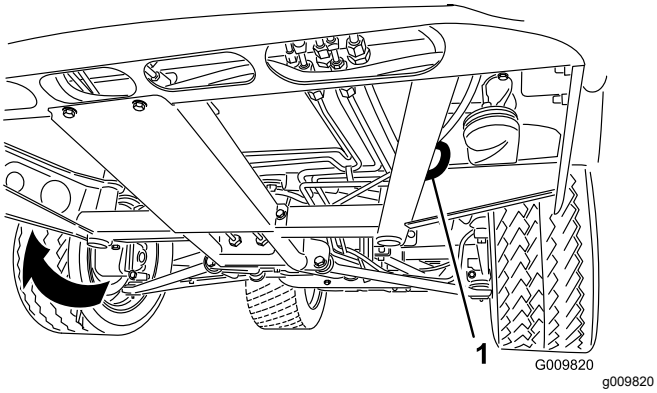
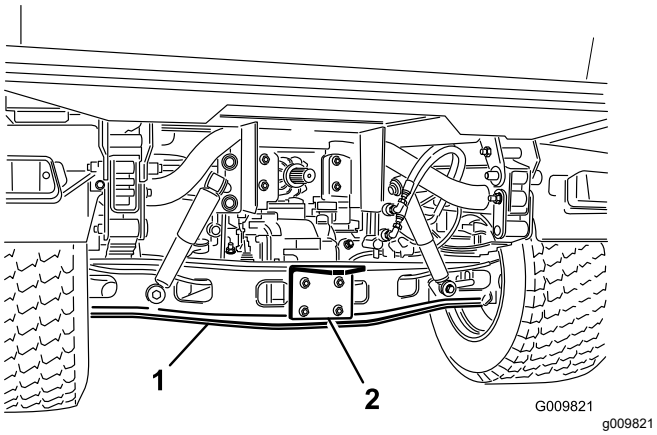

Bild 19
Bild 20
In Bild 19 und Bild 20 finden Sie die Vergurtungsstellen der Maschine.
1. Befestigen Sie ein Abschleppseil an der Anhängerkupplung vorne am Maschinenrahmen (Bild 19).